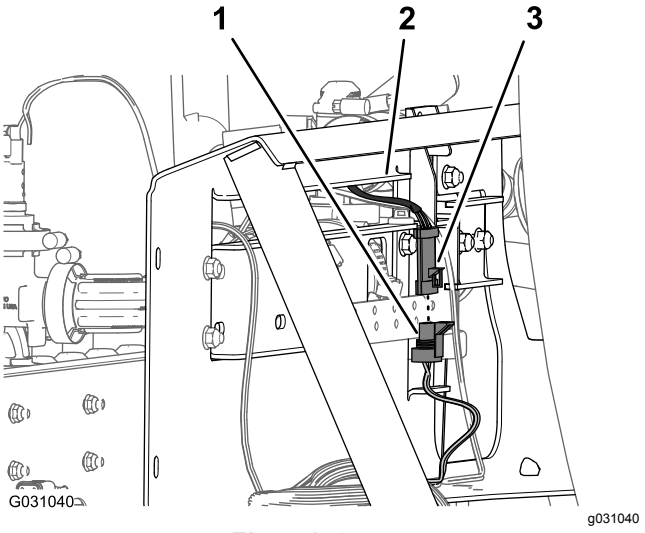

**Figur 130**
6. Tilslut konnektoren med 3 ben på omrøringsventilens ledningsnettet til konnektoren med 3 sokler på 203 cm afgreningen af ledningsnettet mærket **Agitation Valve** (omrøringsventil) (Figur 130).